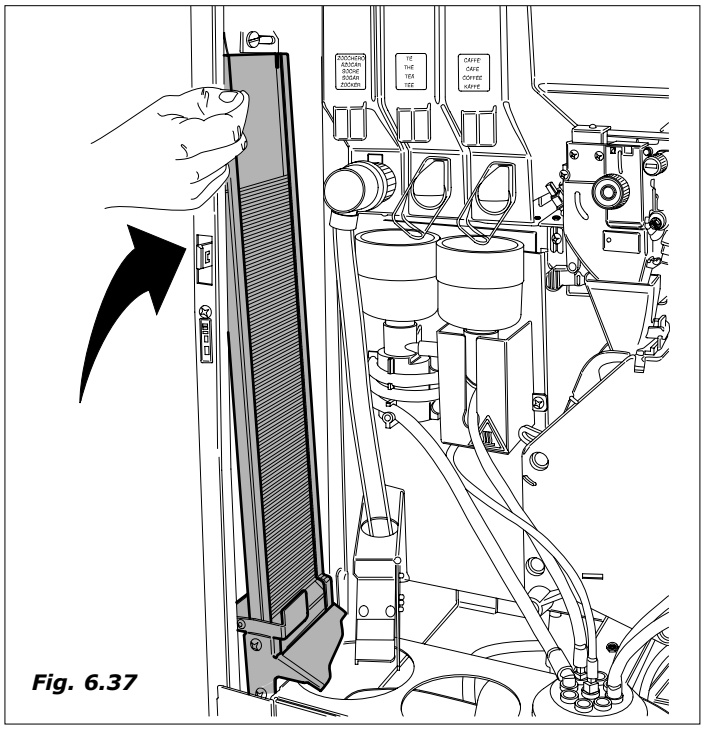

Fig. 6.37
- Prestar atenção que as culherzinhas não presentem babaduras, não estejem encurvadas e que estejem todas posicionadas horizontalmente (*Fig. 6.37*)